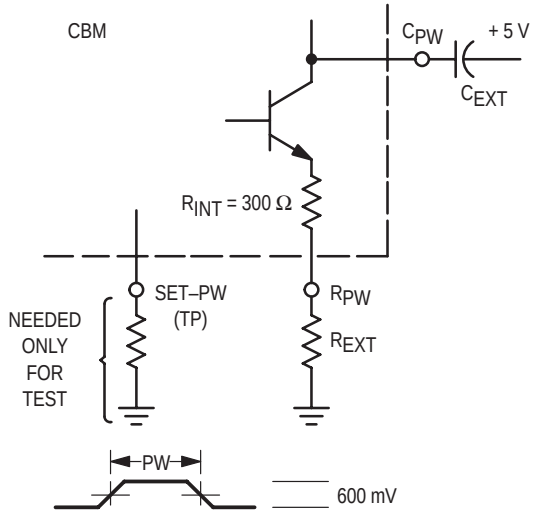

Figure 5–3. One–Shot Timing Components
The PLL consists of a digital phase detector (PD), an active loop filter, a VCM, and a divide–by–4 feedback path. Figure 5–4 shows the fundamental elements of the PLL with their gain constants. The basic PLL allows the output frequency f_o to be "locked–on" to the input frequency f_i with a fixed phase relationship and to track it in frequency. When "in lock" the inputs to the phase detector have zero phase error. The input frequency is referenced to $f_o/4$.